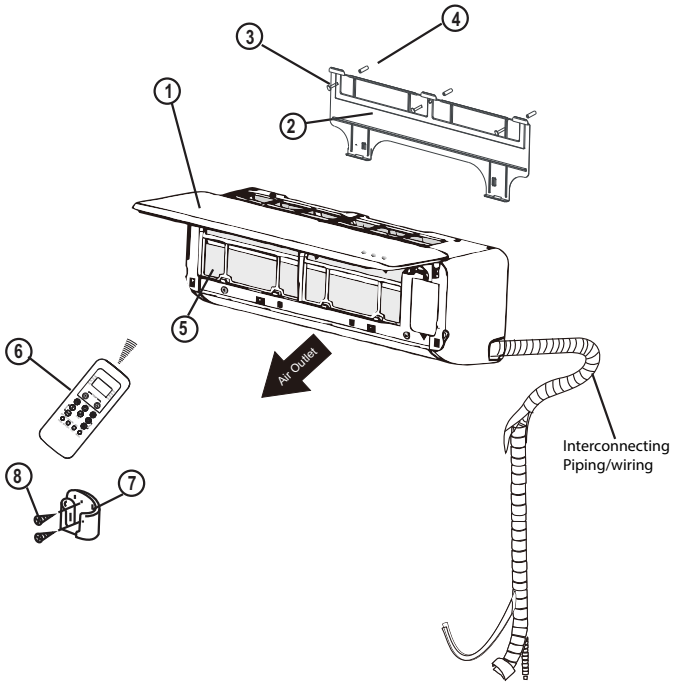

Fig. 3 — Parts List
- **The illustration above (Fig. 3) is only a sketch. Different models may be differ slightly.**